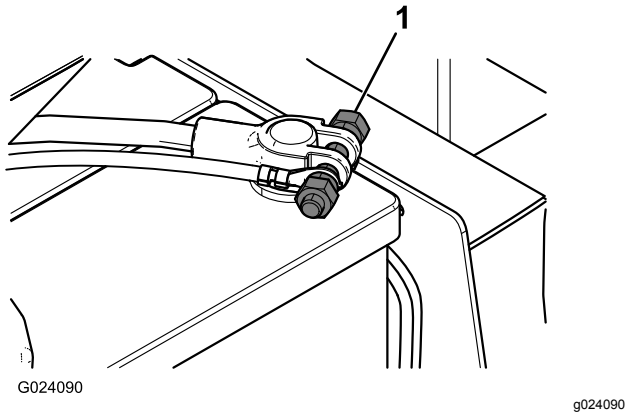

Figur 18
9. Fjern de eksisterende delene på batteriterminalene og installer de doble skruemutterne (Figur 18).